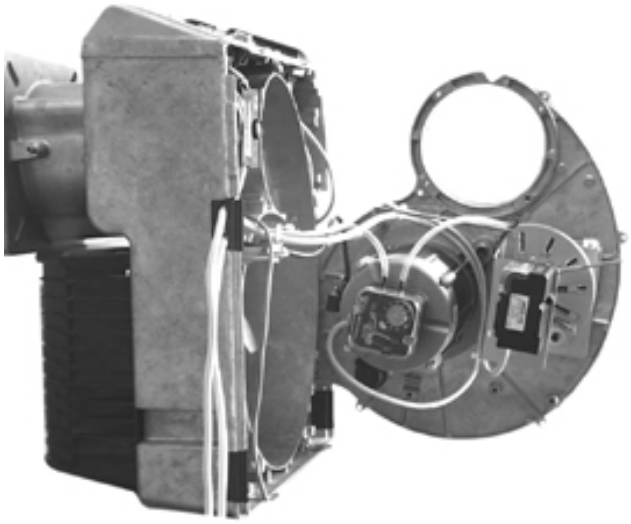

Рис. 29
- Подвесить пластину с компонентами, как это указано на Рис. 29.
- Установить на место головку сгорания и закрепить ее 4 винтами V1 - V4 (Рис. 29).